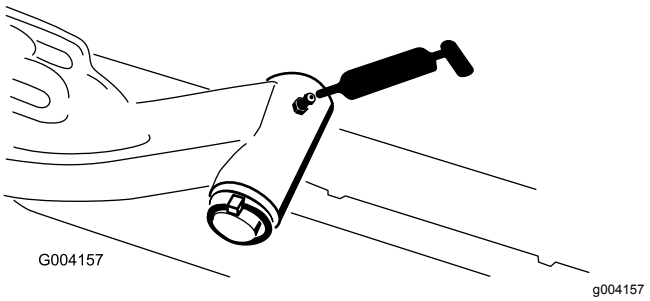

Figur 79
- Løftearmsdreietappaksel (1 hver) (Figur 79)